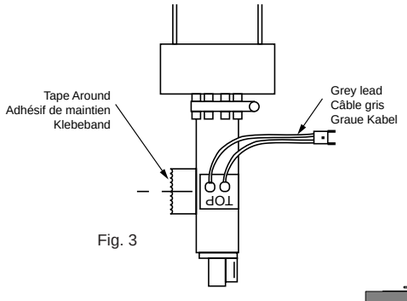

Fig. 3
4. Carefully remove the flexiboard BSVM coil fixed to the neck of the tube (Fig. 3).